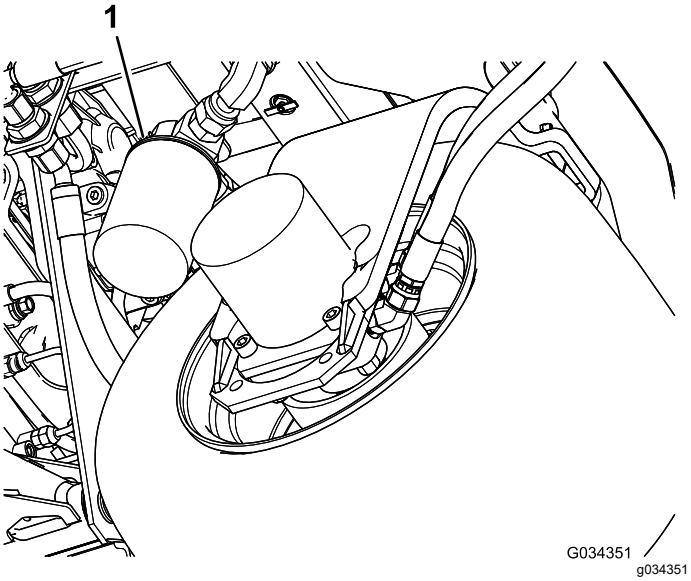

Rysunek 83
2. Oczyść obszar wokół filtra. Podstaw pod filtr wanienkę na olej (Rysunek 83) i odkręć filtr.